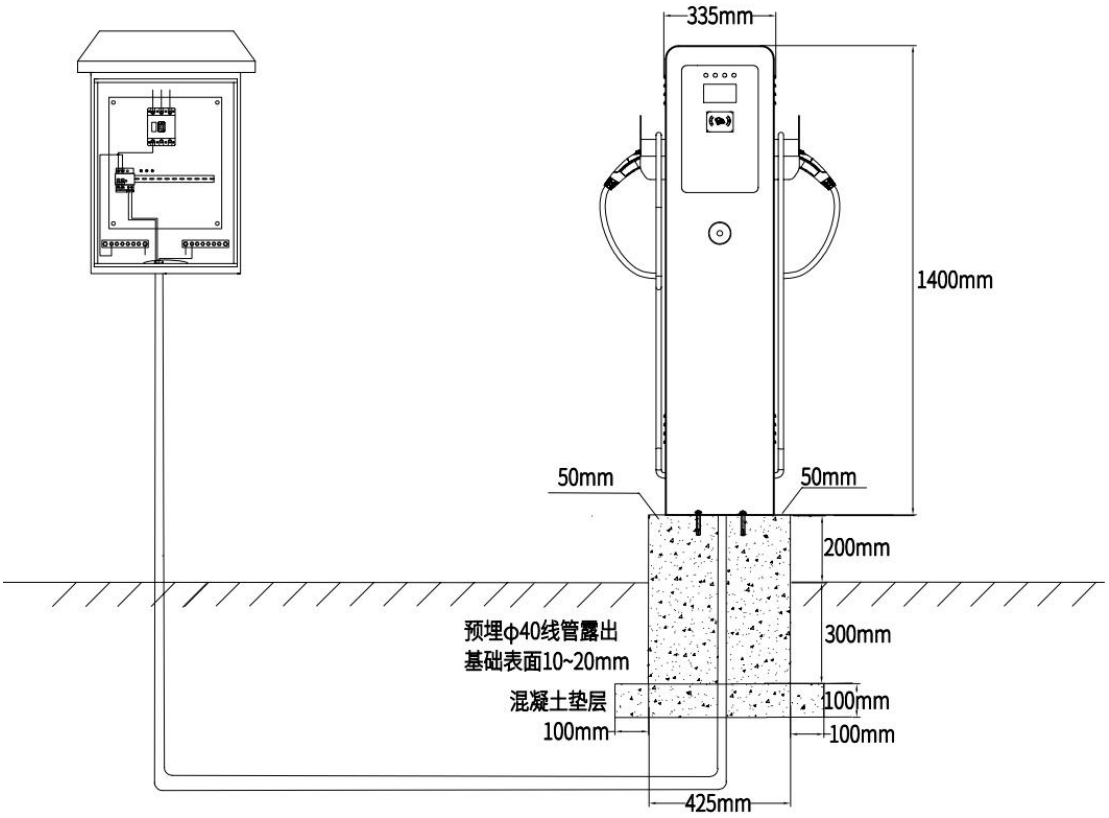

图 7
7、主线取电需从配电箱单相漏电开关接入（漏电开关建议选用 100A），地线从地线排上连接，如图 7。